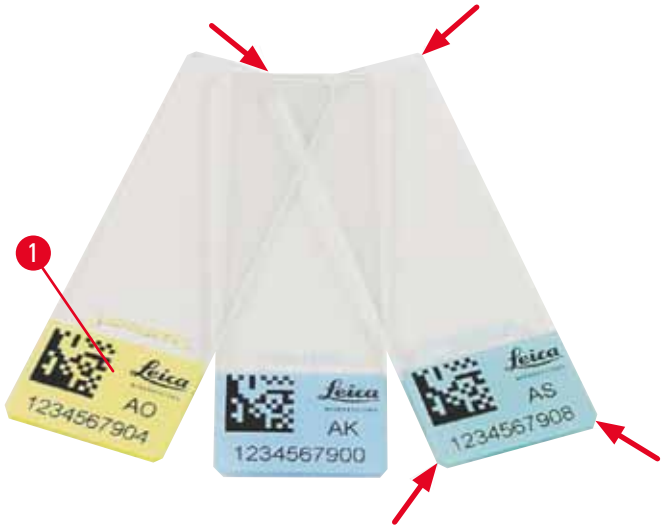

Abb. 4
Nur Standard-Objektträger mit bedruckbaren farbigen Rändern (→ "Abb. 4-1") können mit dem Leica IP S (→ "Abb. 4") bedruckt werden.
- Um Glasstaub und das Risiko mechanischer Störungen zu vermeiden, sollten Sie nur Objektträger mit angeschnittenen Ecken (45°-Winkel an jeder Ecke (→ "Abb. 4")) verwenden.